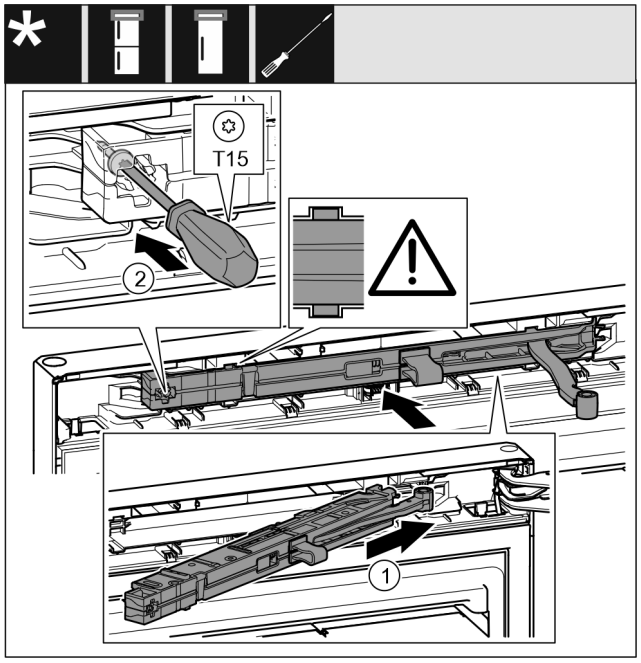

Fig. 30
- ▶ Pe partea suportului de lagăr împingeți înclinat unitatea amortizorului de închidere *Fig. 30 (1)* până la opritor în degajare.
- ▶ Înșurubați ferm șurubul *Fig. 30 (2)* cu o șurubelniță.